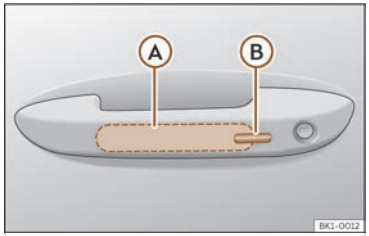

Fig. 76 Door handle: sensor surfaces.
>>> **Fig. 76**
- Touch the sensor surface Ⓑ >>> **Fig. 76** on the outside of the door handle. All turn signals flash once.
- Within 5 seconds, touch the sensor on the outside of the door handle once ››› Fig. 76 (B). Do not grip the handle while doing so. This temporarily deactivates the Keyless Access system.
To close all the power windows and the sunroof using the **comfort function**, keep a finger for a few seconds on the locking sensor surface ››› Fig. 76 Ⓑ of the door handle until the windows and roof have closed.